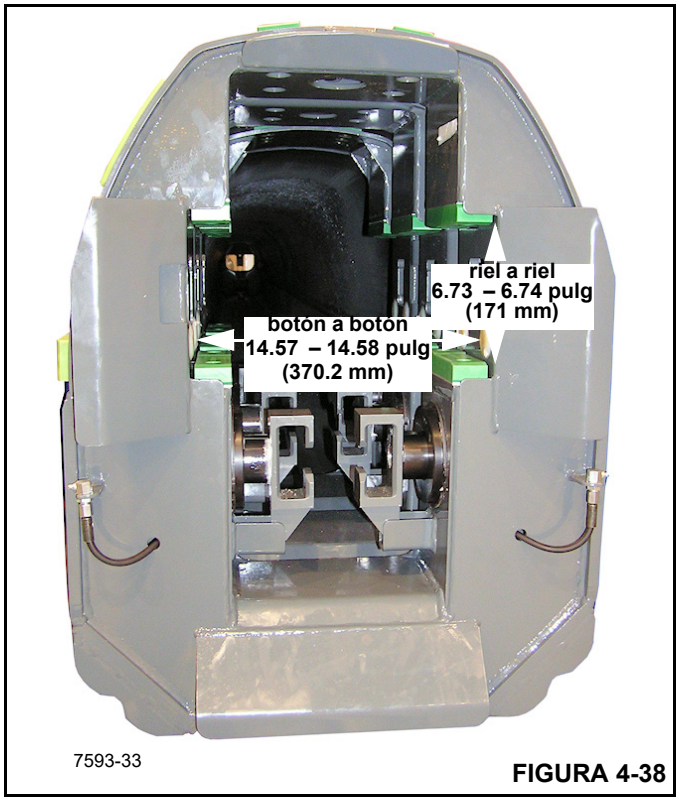

FIGURA 4-38
20. Verifique que las almohadillas de botón de la sección 5 y la sección 4 se encuentren de 14.57 a 14.58 pulg (370 mm) de distancia (Figura 4-38).